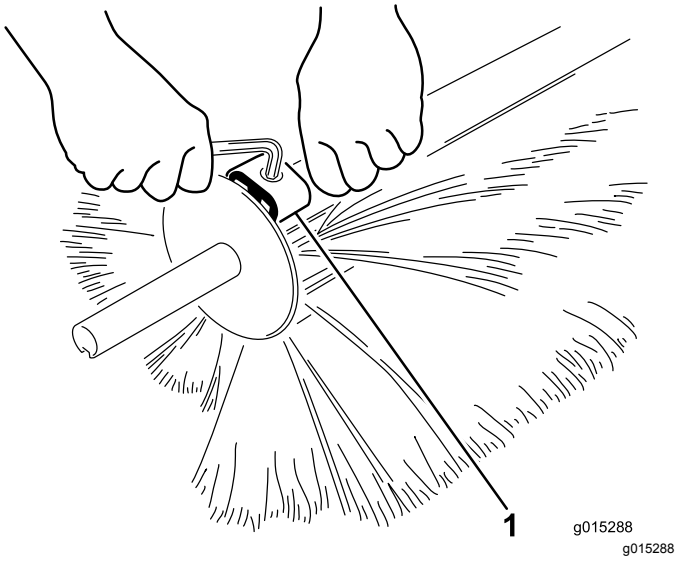

Figur 29
3. Løsn klemmerne med en unbrakonøgle, og fjern dem fra børstehalvdelen (Figur 29).